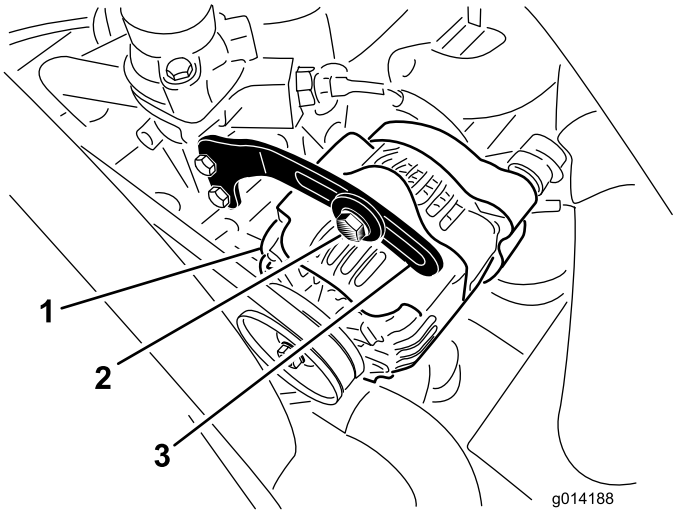

**Figur 57**
2. Kontroller generatorremmens stramning ved at presse den ned (Figur 57) midt mellem generatoren og krumtapakslen med en vægtbelastning på 10 kg.
3. Løsn bolten, der fastgør afstiveren til generatoren (Figur 57), samt generatorens drejebolt.